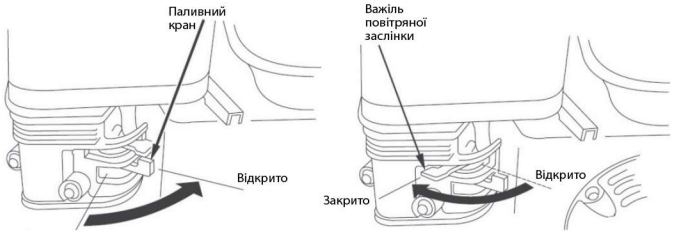

Рис. 10
3. Поверніть паливний кран в положення **«Відкрито»** *(Рис. 10)*;
4. Поставте важіль привода повітряної заслінки в положення *(Рис.10):*